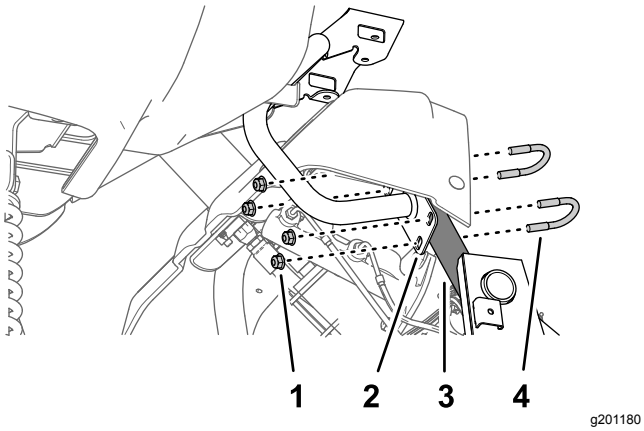

Figur 162
3. Monter pladen til monitorens monteringsbeslag på støtterøret til maskinens stel (Figur 162) med de 2 bøjleskruer og 4 flangelåsemøtrikker (5/16 tomme).